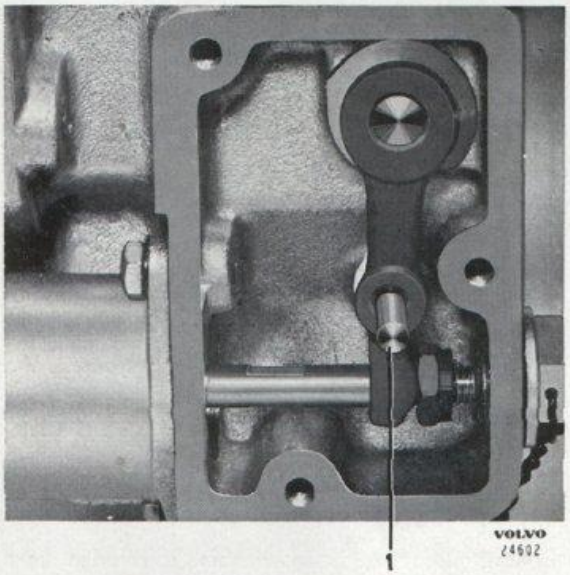

Bild 3-39. Inställning av manöverventil
2. Tag bort locket över manöverventilens arm. Koppla in överväxeln (motorn stillastående, 4:e växeln inkopplad). Är manöverventilen rätt justerad skall en pinne med 4,75 mm (3/16") diameter kunna stickas genom hålet i armen och in i huset, se bild 3-39. Om inte, justera tills rätt läge på armen erhålles.